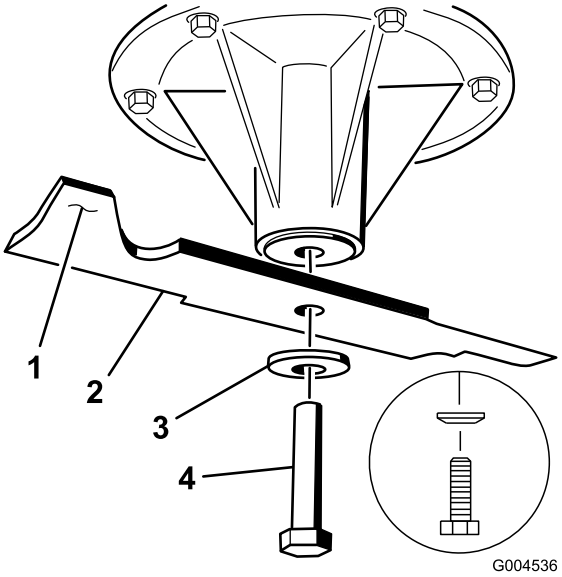

Figure 81
1. Placez la lame sur l'axe (Figure 81).
2. Installez la rondelle élastique et le boulon de la lame. Le cône de la rondelle élastique doit être dirigé vers la tête du boulon (Figure 81). Serrez les boulons des lames à un couple de 115 à 150 Nm.